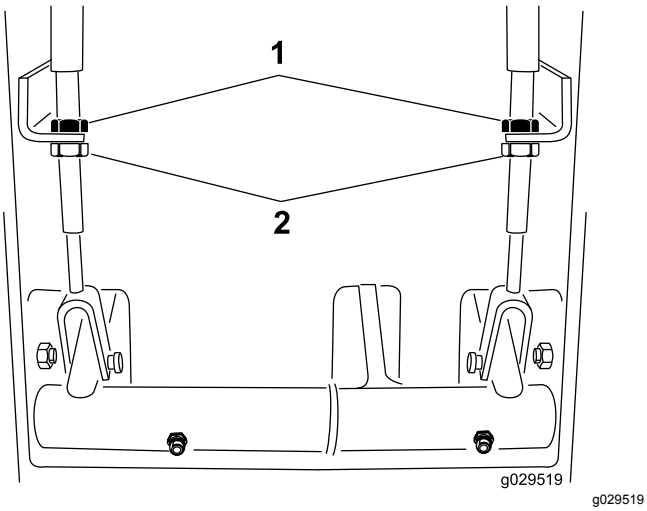

Figur 69
2. Minska bromspedalernas rörelseavstånd genom att lossa de främre kontramuttrarna på bromskabelns gängade ände (Figur 69).